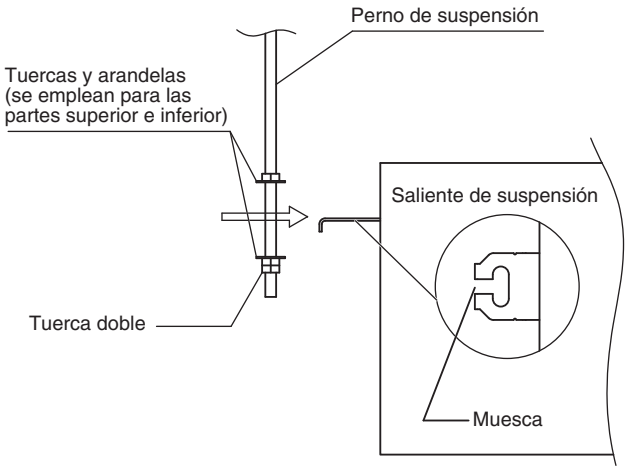

Fig. 3-5
(3) Enrosque las 3 tuercas hexagonales y las 2 arandelas (adquiridas en el sitio) en cada uno de los 4 pernos de suspensión (Figs. 3-5 y 3-6). Emplee 1 tuerca y 1 arandela para el lado superior y 2 tuercas y 1 arandela para el lado inferior, de modo que la unidad no se caiga de los salientes de suspensión.